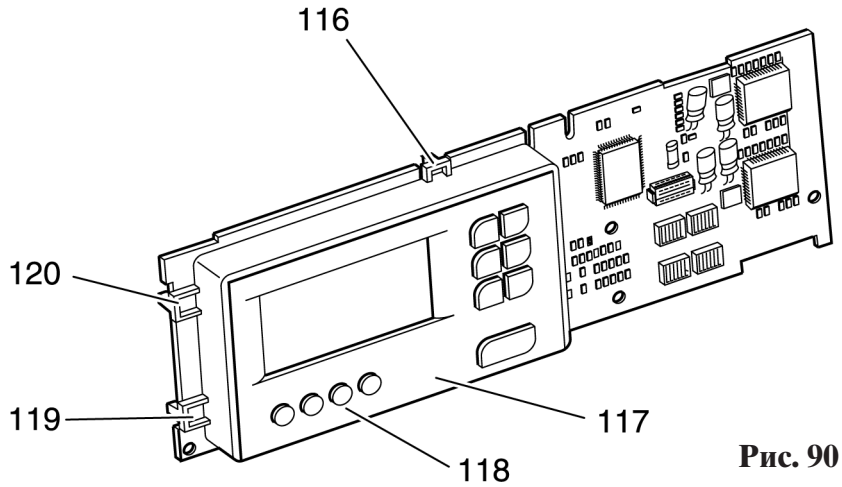

Рис. 90
- Насадите панель управления с клавишами на плату. Обратите внимание на то, чтобы четыре фиксатора 116, 117, 119 и 120 были полностью закреплены за платой (рис. 90).